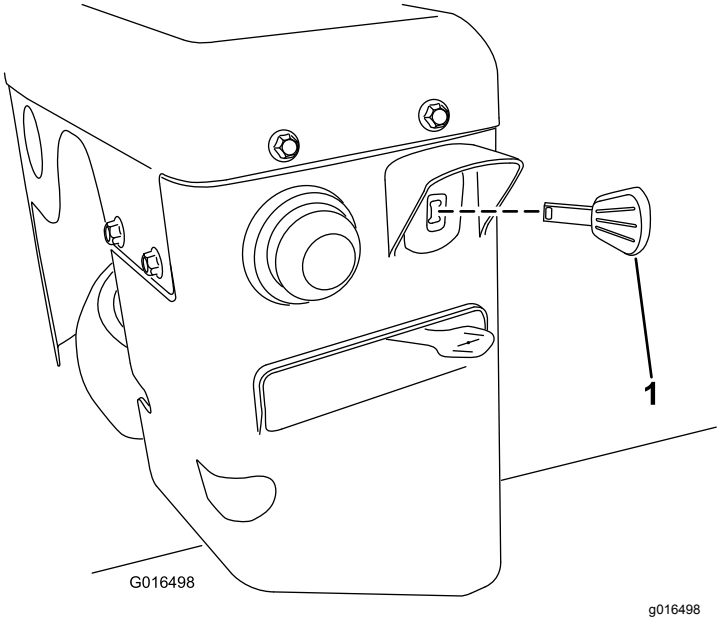

Figur 20
3. Sett tenningsnøkkelen helt i (Figur 20).